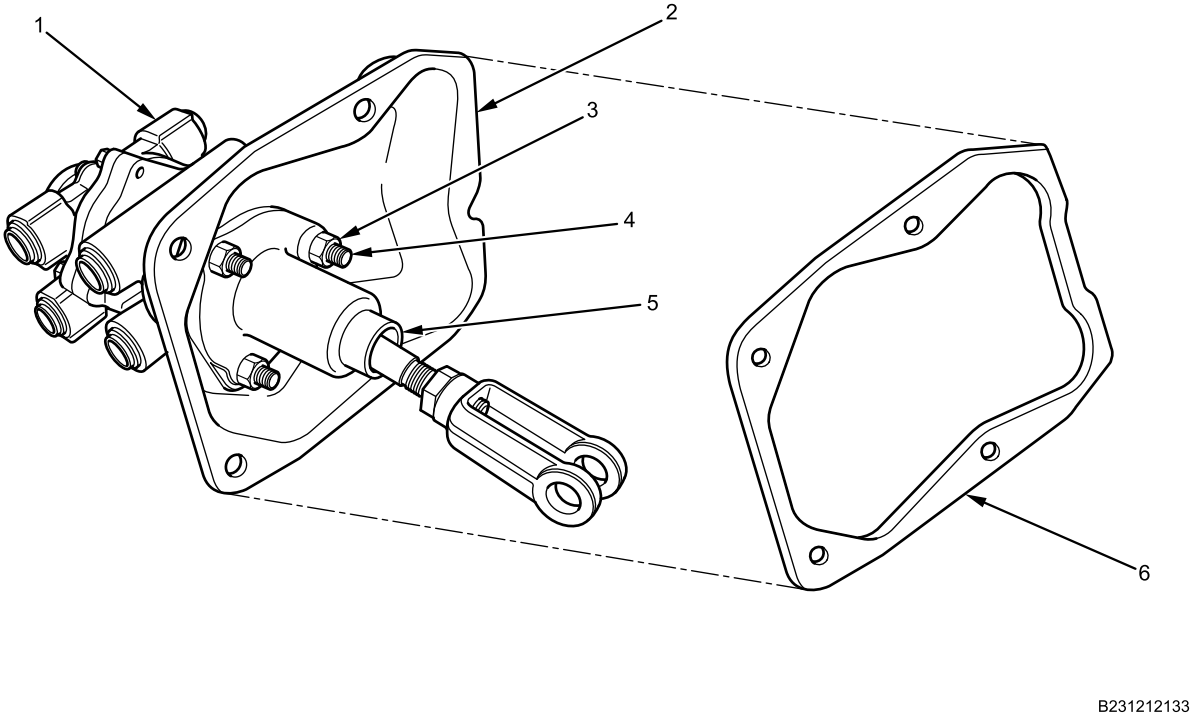

Figure 6. Foot Brake Valve, Bracket, and Yoke Assembly.
1. Remove gasket (Figure 6, Item 6) and three nuts (Figure 6, Item 3) from three studs (Figure 6, Item 4).
2. Separate foot brake valve (Figure 6, Item 1) from foot brake valve bracket (Figure 6, Item 2) and yoke assembly (Figure 6, Item 5).